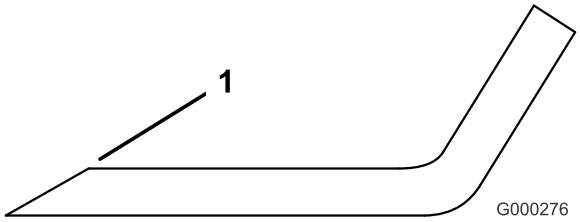

Figur 50
1. Slipa eggarna i båda ändar av kniven med en fil (Figur 50). Behåll ursprungsvinkeln. Kniven behåller balanseringen om samma mängd material avlägsnas från båda eggarna.